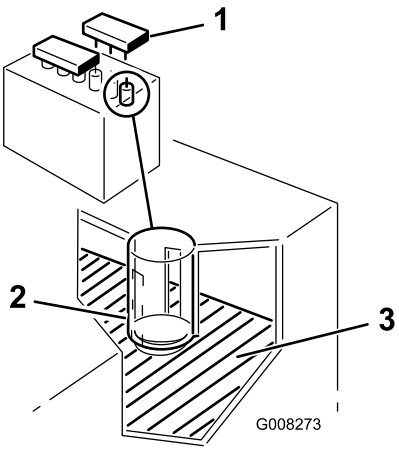

Figur 31
2. Fjern påfyldningsdækslerne. Hvis elektrolytstanden ikke når op til den nederste del af røret (Figur 31), skal der hældes den nødvendige mængde vand på batteriet. Se afsnittet Påfyldning af vand på batteriet på side.
2. Fjern påfyldningsdækslerne (Figur 31).
3. Hæld langsomt destilleret vand i hver celle, indtil det når op til den nederste del af røret (Figur 31).